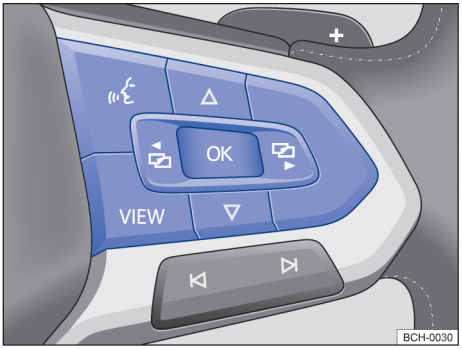

Fig. 18 Lado direito do volante multifunções: botões para comando dos menus e exibições de informação do instrumento combinado.
Enquanto uma mensagem de advertência de prioridade 1 → Página 24 estiver sendo exibida, não é possível acessar nenhum menu. Todas as mensagens de advertência desaparecem automaticamente após alguns segundos. Além disso, algumas mensagens de advertência podem ser confirmadas e ocultadas com o botão OK no volante multifunções → Fig. 18.
– Se uma mensagem ou o pictograma do veículo forem exibidos, pressionar o botão OK → Fig. 18, caso necessário, pressionar várias vezes.
– Para a exibição de um menu e para navegar através do menu, pressionar o botão ⊟ ou ⊟ → Fig. 18.
– Para acessar o menu ou a tela de informação exibida, pressionar o botão OK → Fig. 18 ou esperar até que o menu ou a tela de informação abra por si só após alguns segundos.
– No menu exibido, pressionar os botões de seta △ ou ▽ → Fig. 18, até que o item de menu desejado esteja selecionado. ▶
Pressionar a tecla ou → Fig. 18.
– Com o botão VIEW é possível alternar entre o menu atual e o menu anterior → Fig. 18.
– Com o botão VIEW → Fig. 18 pode-se alternar entre a representação clássica dos instrumentos redondos e a vista ampliada com perfis de informação ressaltados. A representação clássica mostra à direita e à esquerda os grandes indicadores redondos e no meio o perfil de informação selecionado. Manter o botão VIEW pressionado para selecionar da lista de perfis de informação pré configuradas ◁